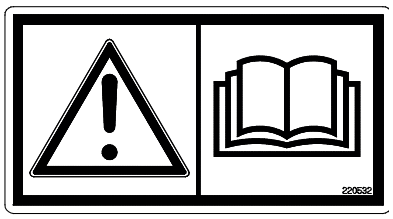

**Fig. 1**
**Plaque d'avertissement UH220532 (Fig. 1)**